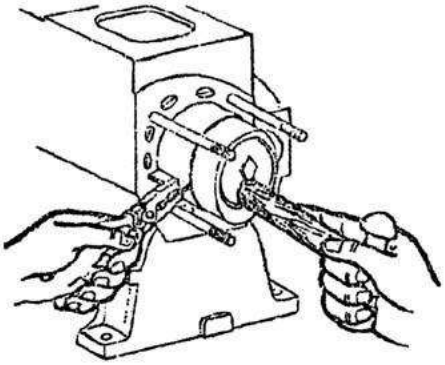

рис. 7
5. При установке соединительной тяги поршня на блок цилиндра убедитесь, что смазочное отверстие на меньшей стороне соединительной тяги смотрит вверх. Кольцо из листовой стали может использоваться, чтобы надеть поршневые кольца и вставить поршень в гильзу цилиндра при помощи деревянной палочки (Рис. 7)